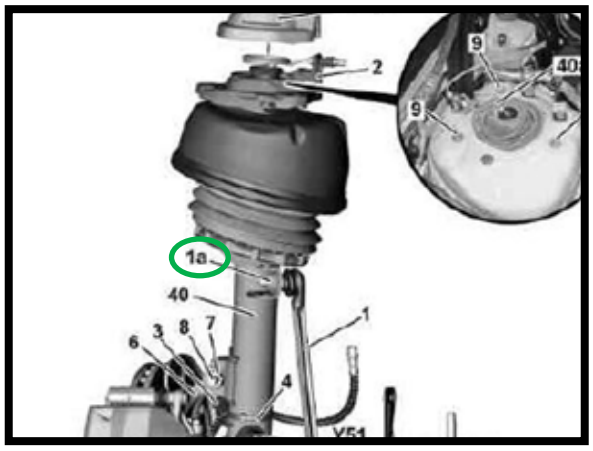

FIGURA 6 - N.º 1a
8. RETIRE EL ACOPLAMIENTO FINAL DE LA BARRA ESTABILIZADORA. (FIGURA 6 - N.º 1A)